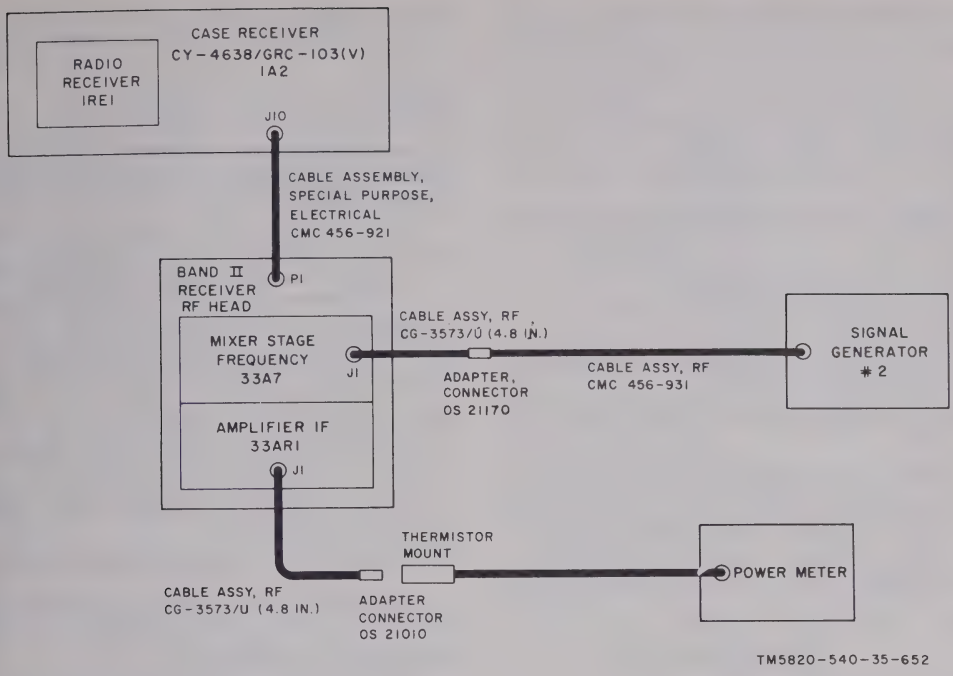

Figure 3–59. Frequency mixer stage 33A7 operational check, test setup.
(1) Loosen the screws securing plug P1 (33A1W1J5) to chassis connector 33A1W1J5 and disconnect the plug (fig. 3–49).
(2) Set the RCVR CHANNEL control to channel 564.
(3) Using the multimeter, check for the